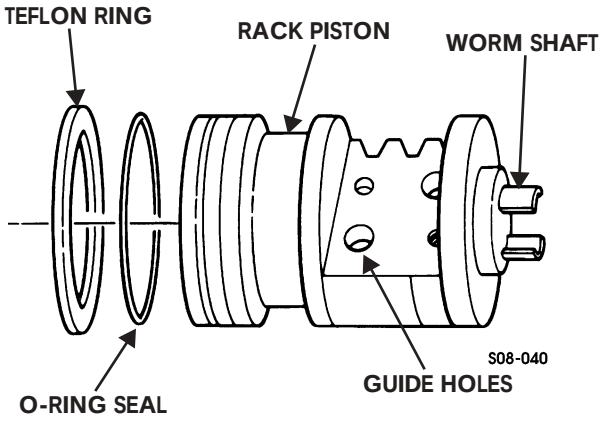

Figure 8-49: Rack Piston With Teflon Ring
4. Install O-ring seal and teflon ring on rack piston (Figure 8-49).